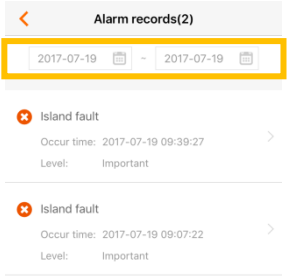

Fig. 10-10 Fault alarm records
Step 1 Click the "Alarm Records" to check the alarm records as shown in Fig. 10-10.